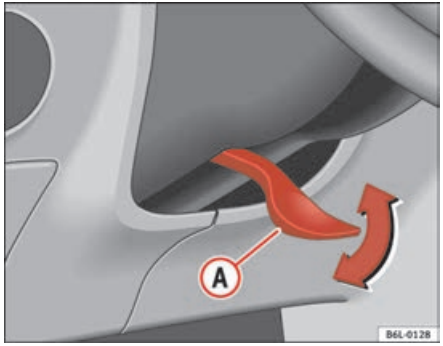

Fig. 97 Adjusting the steering wheel position
– Push down the lever (A) ⇒ fig. 97 located under the steering column ⇒ ⚠.